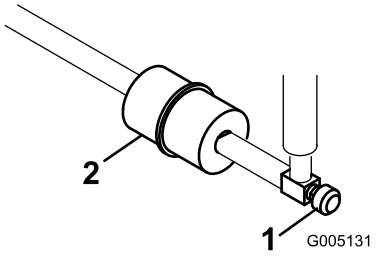

**Figur 50**
Et filter er bygget inn i drivstoffslangen mellom drivstofftanken og forgasseren (Figur 50). Skift filteret etter hver 800. driftstime, eller tidligere hvis drivstoffstrømmen forhindres. Pass på at pilen på filteret peker bort fra drivstofftanken.
1. Lukk bensinkranen, løsne slangeklemmen på forgassersiden av filteret og fjern bensinslangen fra filteret (Figur 50).
2. Plasser et tappefat under filteret, løsne den gjenværende slangeklemmen, og ta ut filteret (Figur 50).